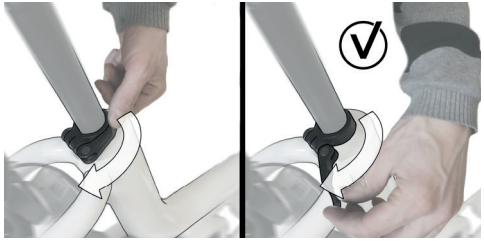

Afbeelding 6: Open de snelspanner zadelpen
1. Open de snelspanner zadelpen **49** op de zadelpenklem. De zadelpen zit nu los in het frame (zie afbeelding 6).